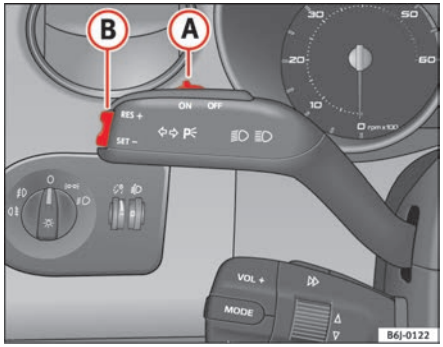

Fig. 102 Turn signal and main beam headlight lever switch and rocker switch for the cruise control
– Move the control ⇒ fig. 102 (A) to the left to **ON**.